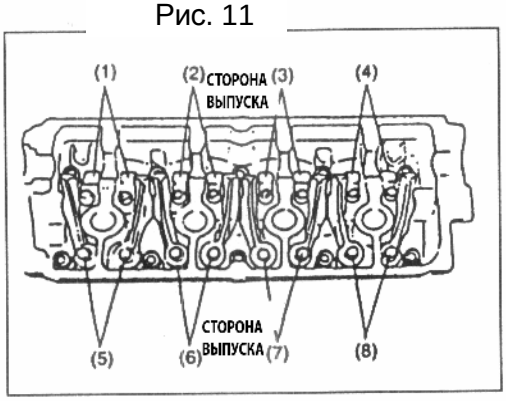

Рис. 12
4) Проверьте рокер 1-го цилиндра. Если рокер отходит от кулачка распредвала, то можно отрегулировать зазор клапанов 1, 2, 5 и 7 (Рис. 12).
Если от кулачка распредвал отходит рокер 4-го цилиндра, то можно отрегулировать зазор клапанов 3, 4, 6 и 8 (Рис. 12).